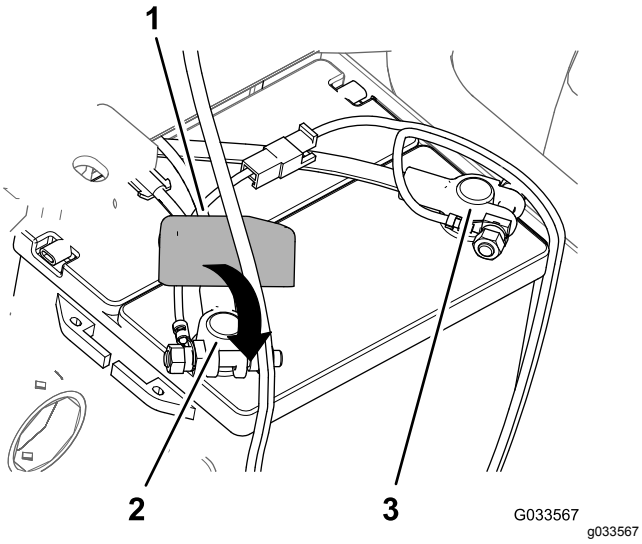

Figuur 32
8. Monteer de plus-kabel van de accu op de **pluspool** van de accu en draai de klemmoer met de hand vast (Figuur 32).